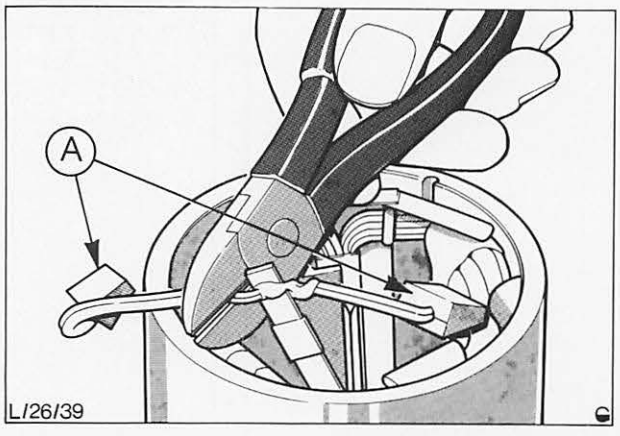

Abb. 42 Richtiges Abschneiden der Bürstenkabel
5. Zum Auswechseln der Feldwicklungsbürsten sind die Bürstenkabel ca. 6 mm vor der Feldwicklung abzuschneiden, Abb. 42.